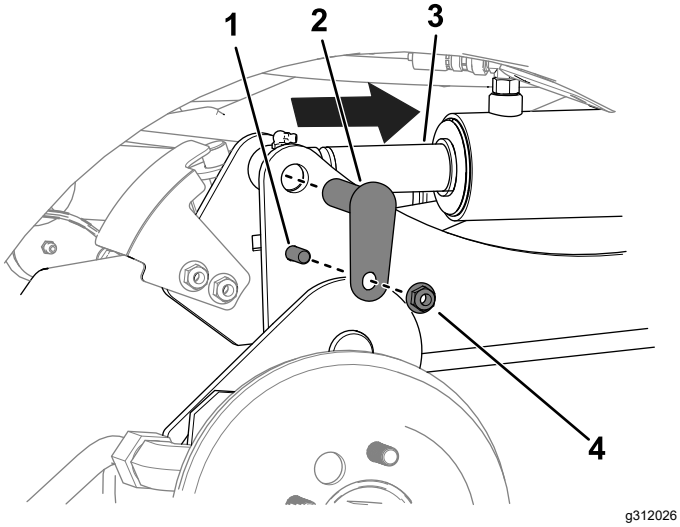

Figuur 11
C. Gebruik een doorn om de gaten van de cilinderstang uit te lijnen met de gaten in de hefarm (Figuur 11).
D. Gebruik 2 bouten (⅜" x 1¼"), 2 moeren (⅜") en 2 kleine pennen om de hefarmen aan de cilinders te monteren (Figuur 11).